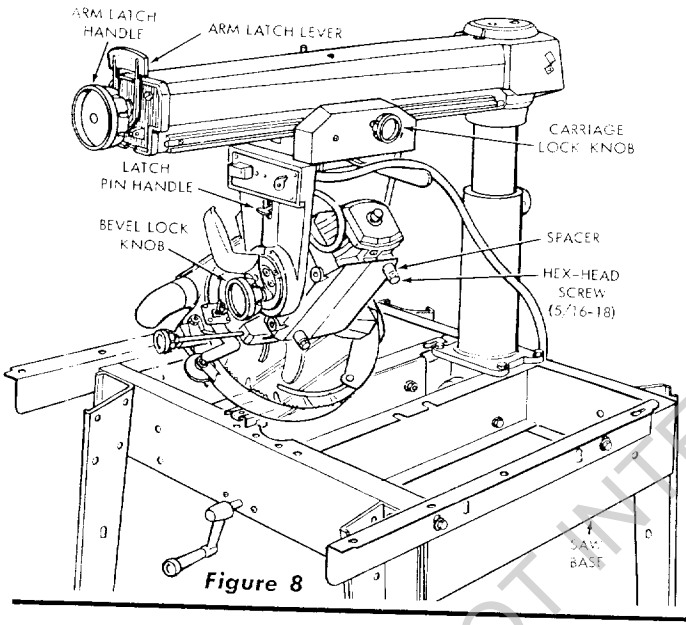

Figure 8
a. Tighten the carriage lock knob. (See figure 8.)
d. Tilt the motor to the left, as shown in figure 8. The latch pin will drop into a notch when the motor and carriage assembly are rotated to the 45° position.
e. Remove and discard two 5/16-inch, hex-head screws and shipping spacers. (See figure 8.)